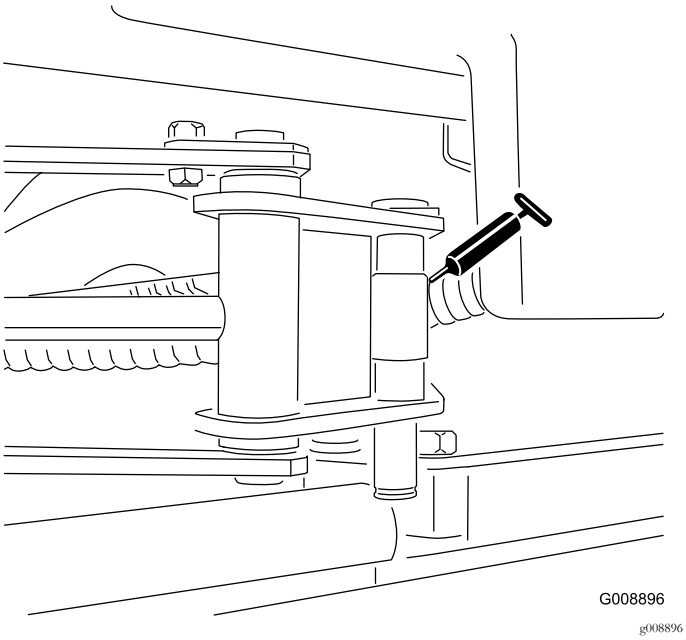

Rysunek 52
- Końcówki siłownika bocznych zespołów tnących (2; dotyczy tylko modelu 03171) (Rysunek 52)